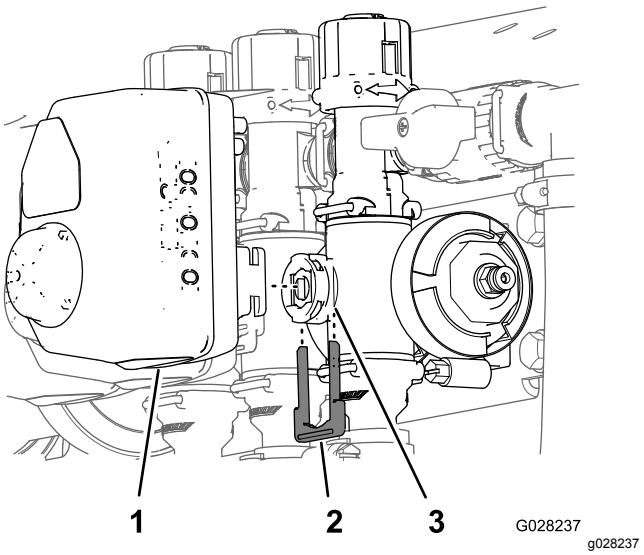

Figur 61
3. Fjern holderen som fester aktuatoren til manifoldventilen for mengderegulator, risting, hovedbom eller bomseksjonsventilen (Figur 61).